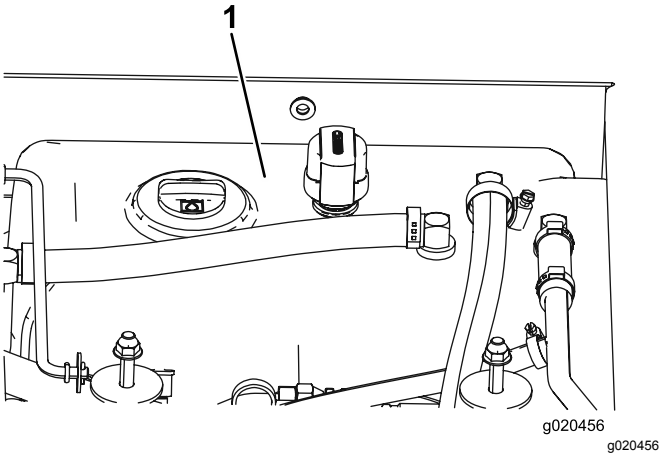

**Figuur 98**
3. Vul het reservoir (Figuur 98) met hydraulische vloeistof; zie Hydraulische vloeistof controleren (bladz. 30).